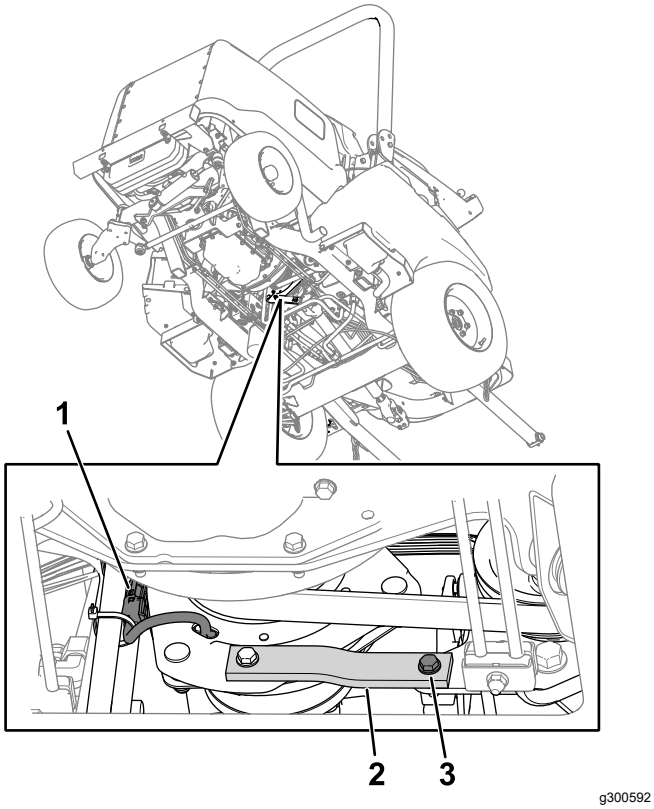

Figur 79
2. Koppla bort kopplingskablaget från maskinkablaget (Figur 79).
3. Ta bort skruven, brickan och muttern från metall- och gummiremmarna (Figur 79) på ramen.